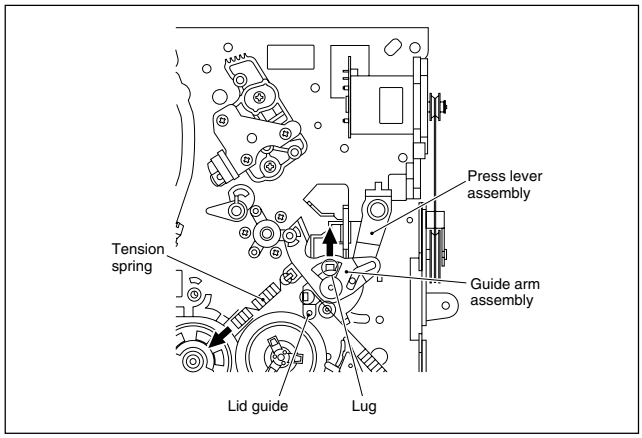

Fig. 2-2-5a
(1) Remove the spring and expand the lug of the lid guide in the arrow-indicated direction. Then remove the guide arm assembly by pulling it up.
(2) Remove the press lever assembly by pulling it up. (See Fig.2-2-5a.)